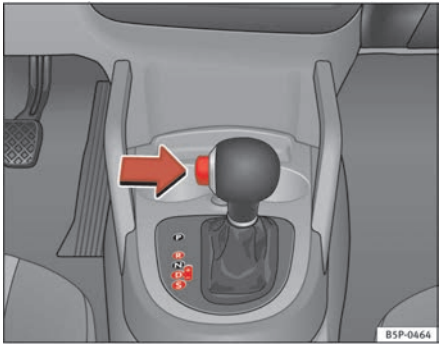

Fig. 144 Driving
– Press the button on the selector lever knob (on the left) ⇒ page 171, fig. 144.